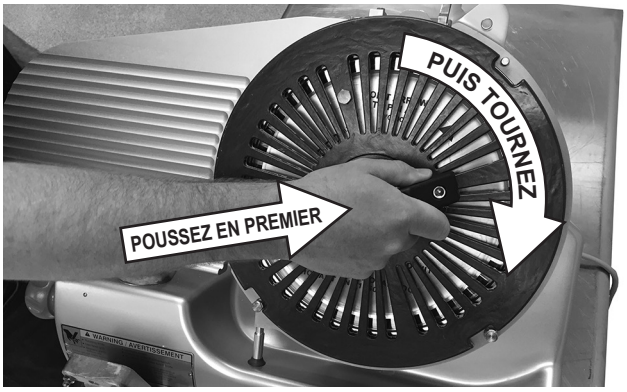

Fig. 22
- Poussez fermement (Fig. 22) la poignée jusqu'au moyeu pour enclencher les axes. Puis, tournez la poignée jusqu'en butée dans le sens des aiguilles d'une montre. En tournant, une certaine résistance peut être ressentie.